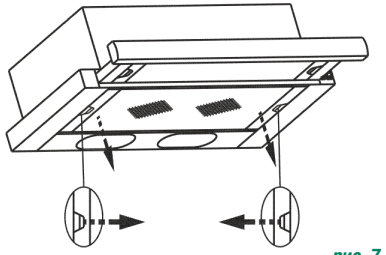

рис. 7
- снимите алюминиевый фильтр (рис. 7);
8.3 Для очистки алюминиевого фильтра извлеките его из вытяжки (рис. 7) и произведите его очистку с помощью щетки водным раствором нейтрального моющего средства вручную или в посудомоечной машине (при 60°С). Сильно загрязненный фильтр не следует мыть в посудомоечной машине. Старайтесь не сгибать фильтр при мойке.
- снимите алюминиевый фильтр, для этого нажмите на пружинный замок на фильтре и потяните его вниз и на себя (рис. 7);